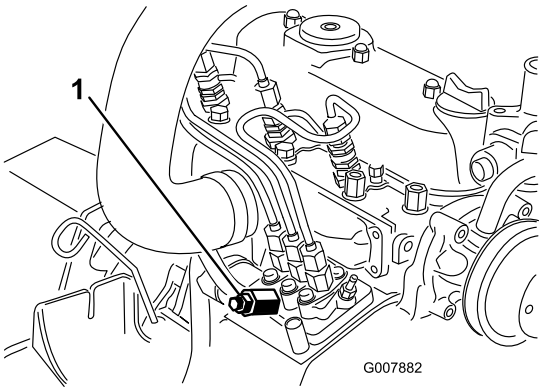

Rysunek 43
3. Umieść szmatę pod wkrętem odpowietrzającym w pompie wtryskowej paliwa i otwórz ją (Rysunek 43).